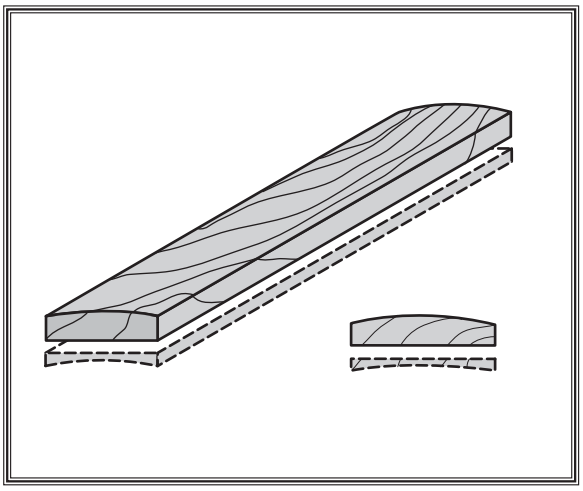

Figure 16. Cupped board corrected.
- Carefully inspect any lumber that you plan to run through the planer. Each board must have at least one flat surface to slide along the planer table. To create a flat surface, pass the stock over a jointer first. See **Figure 16.** Some defects such as moderate twisting, loose knots or severe cracks may make the stock unusable.